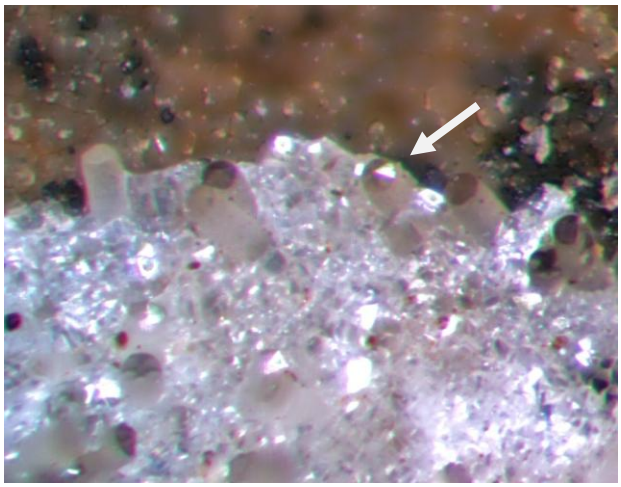
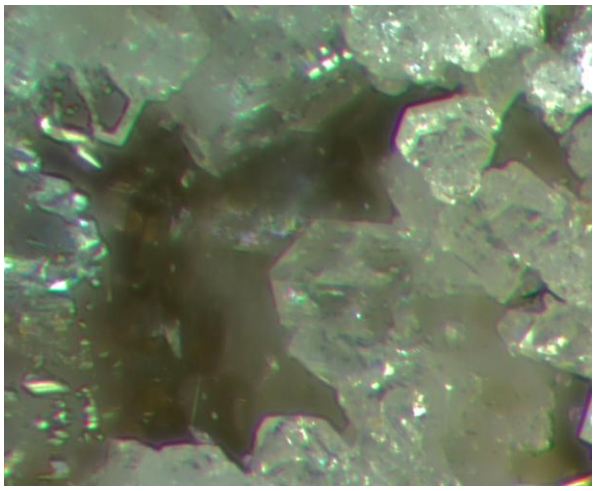

Fig. 6 Heulandite surrounding erionite crystals
Fig. 7 Heulandite prisms
The erionite crystals of fig. 6 are surrounded by very clear colorless heulandite. The heulandite crystals are quite small and jumbled together to the point that it is hard to distinguish their form. Fig. 7 gives a better view of the crystal shape: a parallelepiped on the end with rectangular sides. This is not the usual coffin-shaped habit, but rather the form elongated along the b-axis with (101) prism faces [*Zeolites of the World, fig.336, pg248*]. The diamond-shaped reflections off the (010) faces can be easily confused for reflections from the prism faces of the tschernichite in cavities where the heulandite is sparse and scattered rather than thick and jumbled.